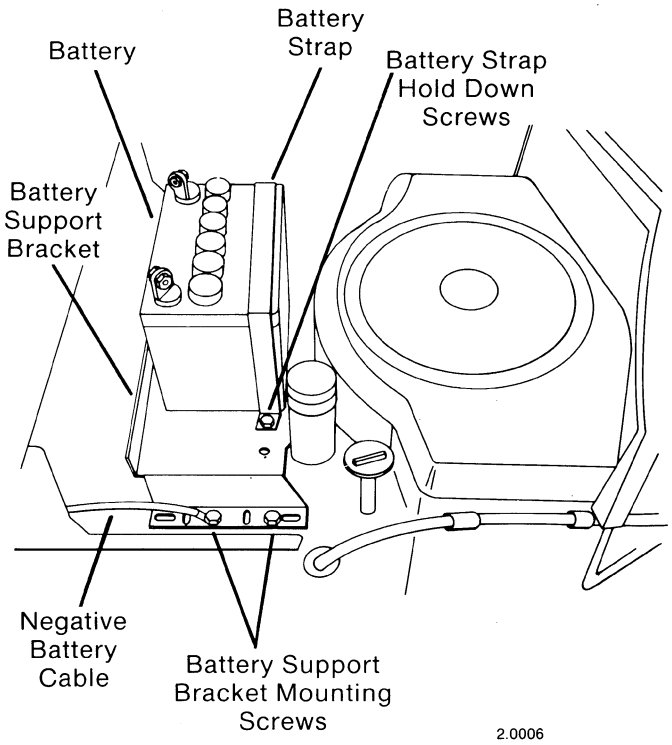

FIG. 9
J. Disconnect both battery cables from battery. Disconnect negative (-) terminal **first**. Loosen (do not remove) two thread forming screws on each side of battery, securing battery in place. (Fig. 9) Remove battery from tractor.
Remove four thread forming screws holding battery support bracket to main frame. (Fig. 9) Remove support bracket. NOTE: Right rear screw also secures negative (-) battery cable in place. Replace cable on the same screw when reassembling.